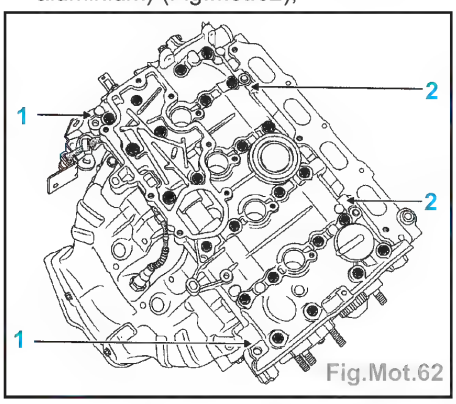

Fig.Mot.62
- le connecteur (6) de la sonde à oxygène,
- la béquille (7) ainsi que la patte de levage (8),
- les vis du couvre-culasse puis le décoller verticalement en tapant sur les «oreilles» en (1) en utilisant un jet en bronze et faire levier à l'aide d'un tournevis en (2) (protéger le tournevis pour éviter d'abîmer les surfaces en aluminium) (Fig.Mot.62),
- Déposer les vis du couvre-culasse puis le décoller verticalement en tapant sur les «oreilles» en (1) en utilisant un jet en bronze et faire levier à l'aide d'un tournevis en (2) (protéger le tournevis pour éviter d'abîmer les surfaces en aluminium) (Fig.Mot.62).